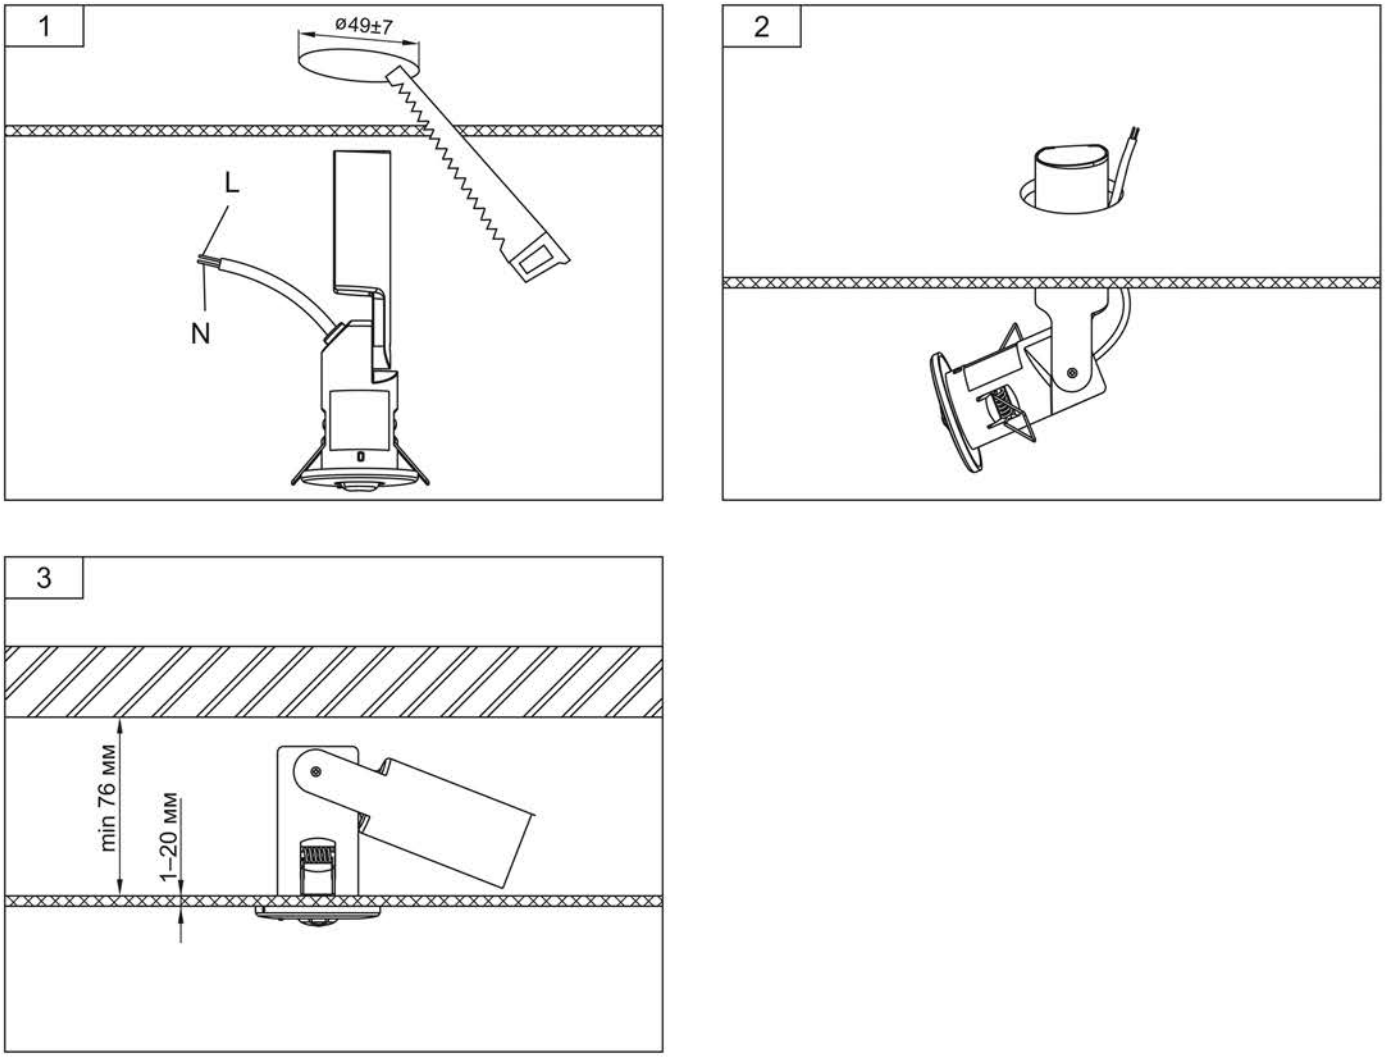
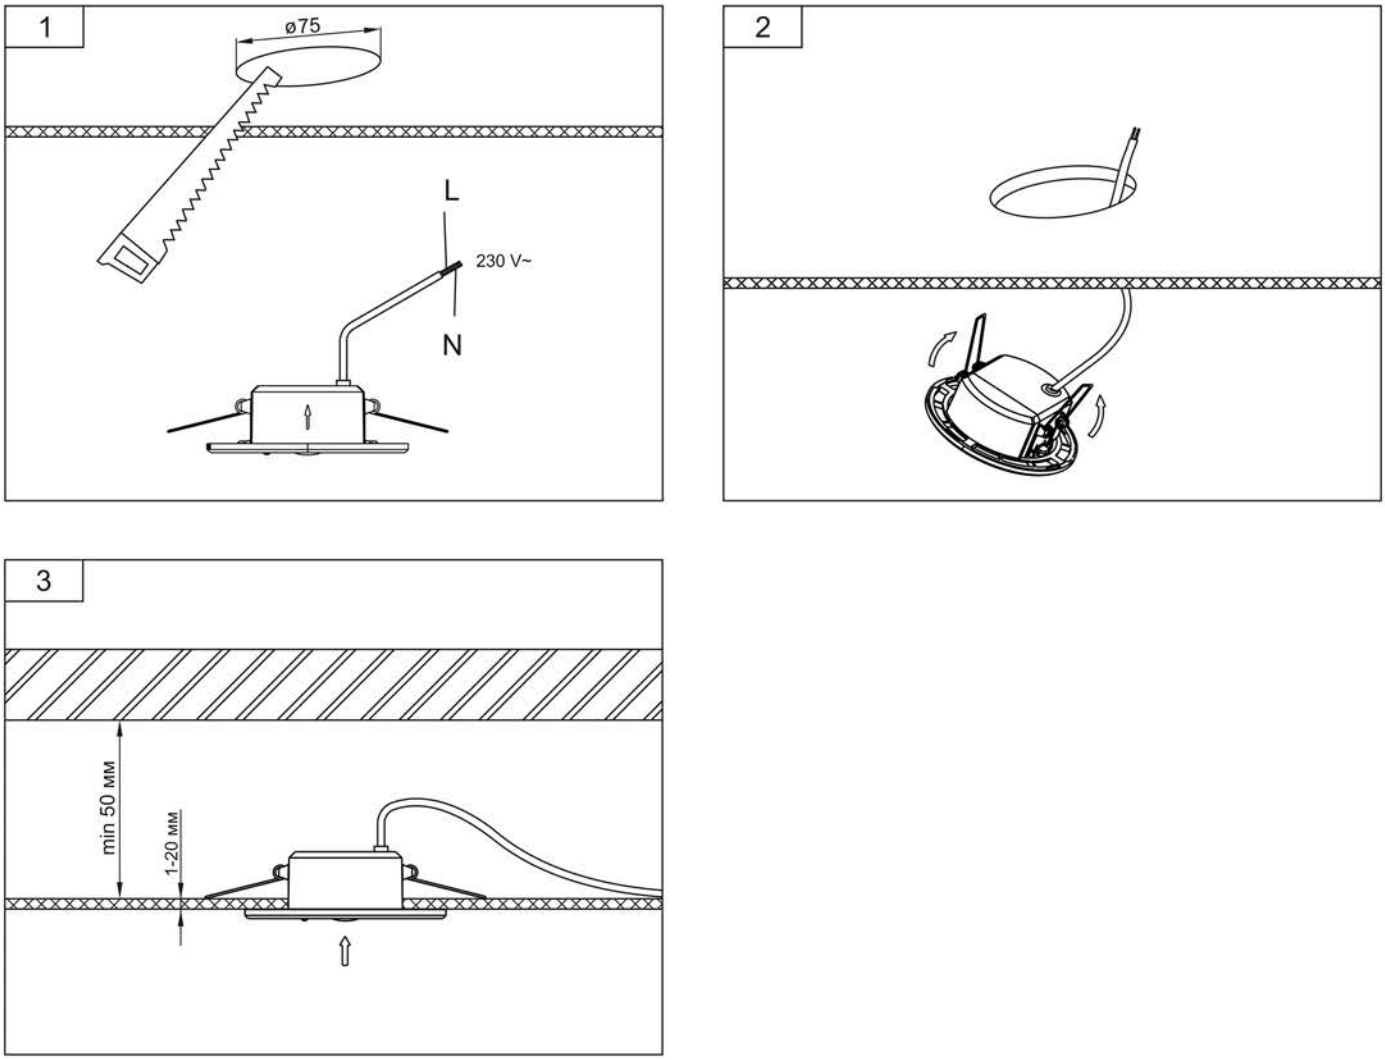

Рисунок 5 – Монтаж ДПА 060
Рисунок 6 – Встраиваемый монтаж ДПА 140
5.3 Замену аккумуляторной батареи производить следующим образом (рисунок 5, рисунок 6):